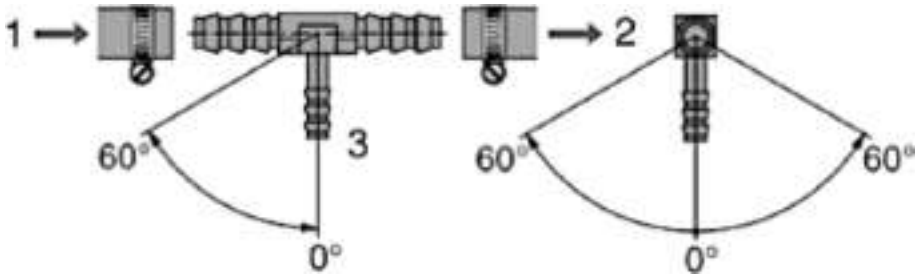

Fig. 36
- ☐ Coupez/divisez le tuyau de carburant du véhicule et installez la pièce en T avec ses ouvertures plus épaisses entre les deux extrémités Fig. 36 (1) (2) du tuyau.
- ☐ Ensuite, raccordez le tuyau de carburant de l'appareil de chauffage à l'aide d'un manchon en caoutchouc à l'extrémité mince de la pièce en T (Fig. 36 (3)).